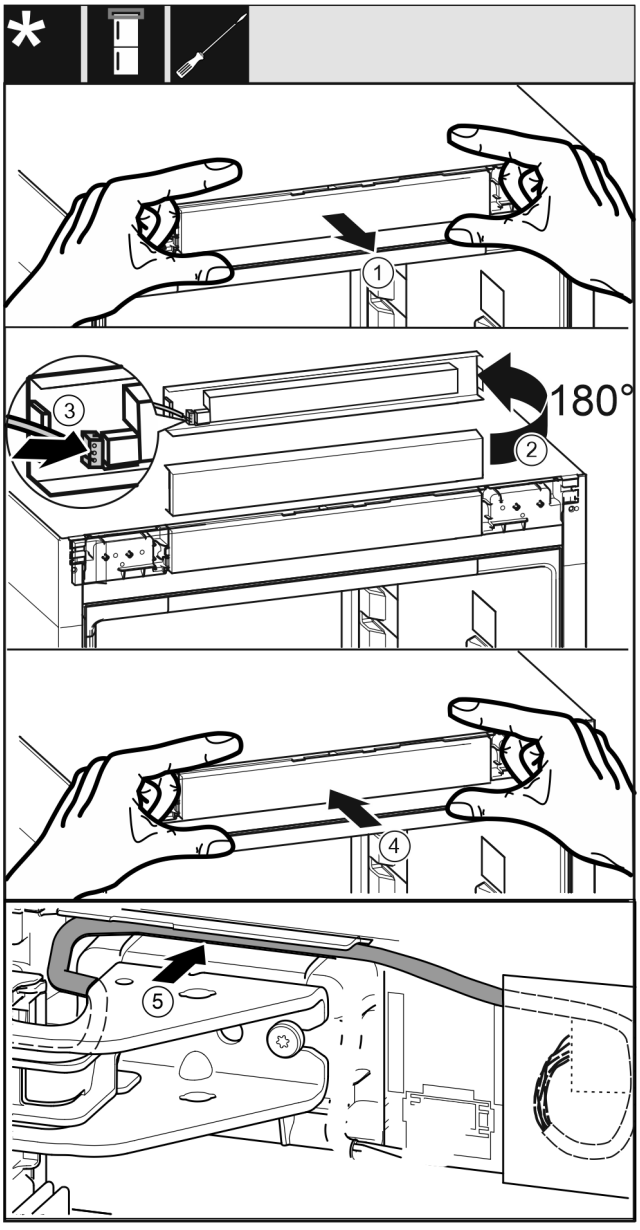

Fig. 39
- ▶ Bedieningspaneel *Fig. 39 (1)* voorzichtig wegtrekken.
- ▶ Bedieningspaneel *Fig. 39 (2)* 180° naar boven draaien.
- ▶ Stekker *Fig. 39 (3)* op het bedieningspaneel vastklikken.
- ▶ Bedieningspaneel *Fig. 39 (4)* weer op het apparaat vastklikken.
- ▶ Kabel *Fig. 39 (5)* voorzichtig in de geleiding boven het bovenste lagerbok leggen.